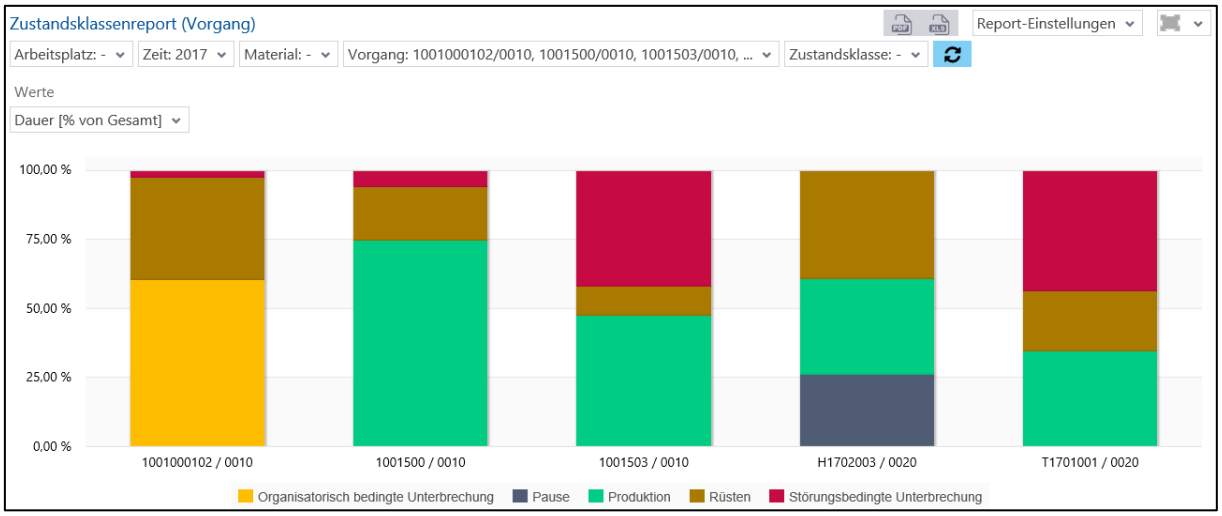

**Bild 85: Zustandsklassenreport (Vorgang) als Säulendiagramm**
- Zustandsklassenreport (Vorgang) als Säulendiagramm (Bild 85):